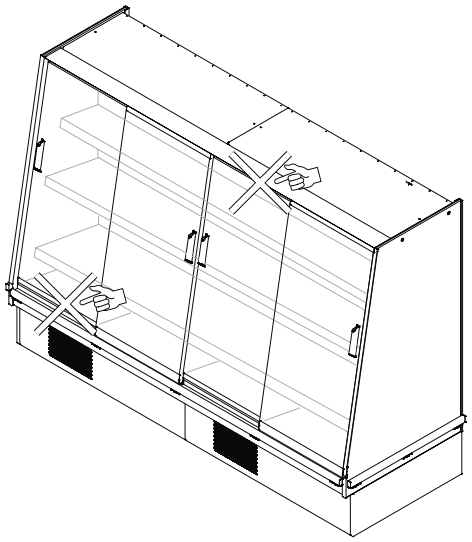

Fig. 14
- La merce non ostruisca il corretto flusso d'aria refrigerata ("Fig. 14")